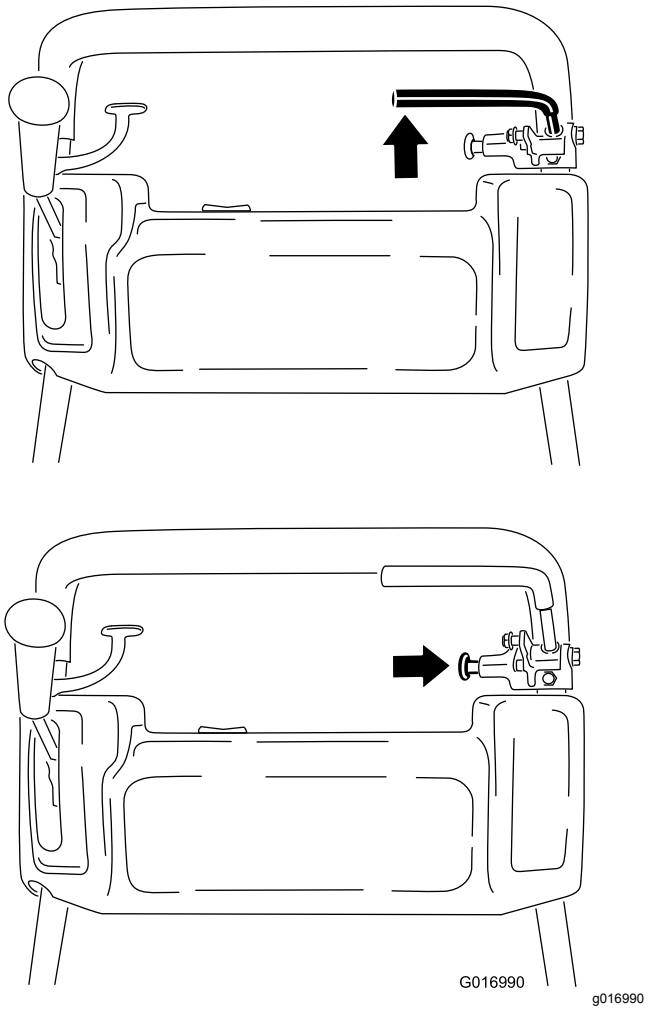

Rysunek 37
1. Załącz hamulec roboczy, naciśnij pokrętło hamulca postojowego i pozwól, aby hamulec roboczy mógł oprzeć się na trzpieniu hamulca postojowego (Rysunek 37).